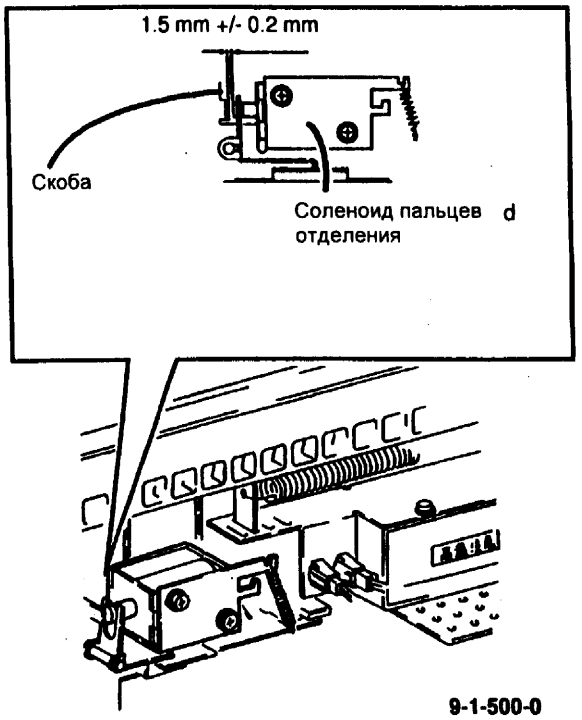

Рис. 1 Проверка зазора
4. (Рис. 1) При активизации соленоида проверьте зазор между плунжером соленоида пальцев отделения и скобой.